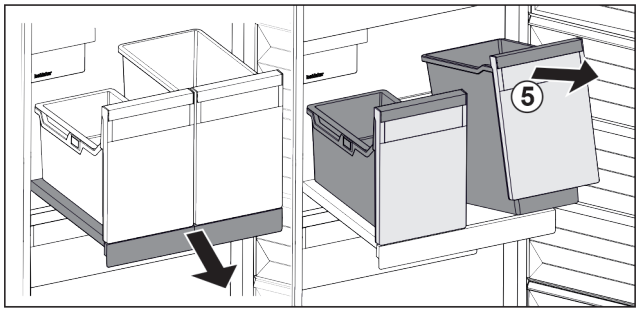

Fig. 169
▶ Emelje meg a tároló *Fig. 169 (5)* elejét.